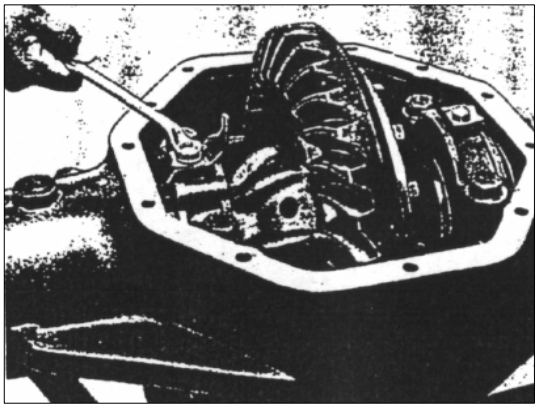

РИС. 356
21) Установите стопорные пластины кольцевых гаек на крышки подшипников. Закрутите болты крепления с усилием 3 кг·м. (см. рис. 356).